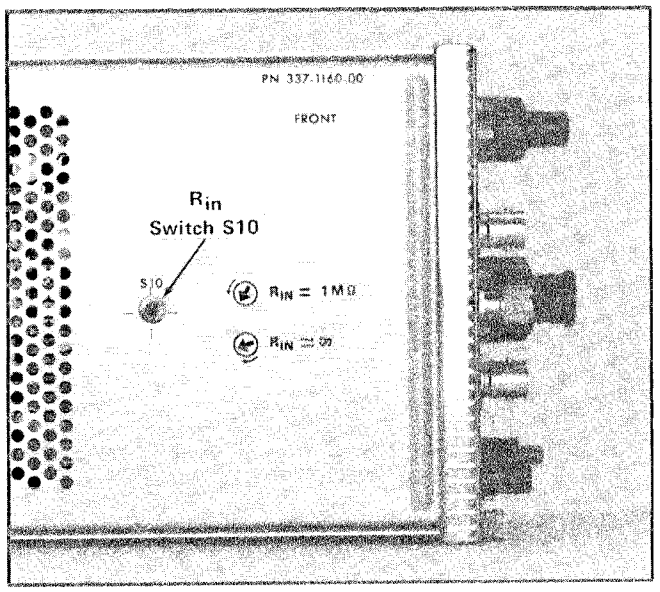

Fig. 5-1. Location of the R_{in} switch S10 on the Attenuator board.
1. Set the 7A13 R_{in} switch, S10 (see Fig. 5-1), to the R_{in} = 1 MΩ (counterclockwise) position.
R_{in} (internal switch, S10, see Fig. 5-1)	R_{in} = 1 MΩ (see Preliminary Procedure, step 1)